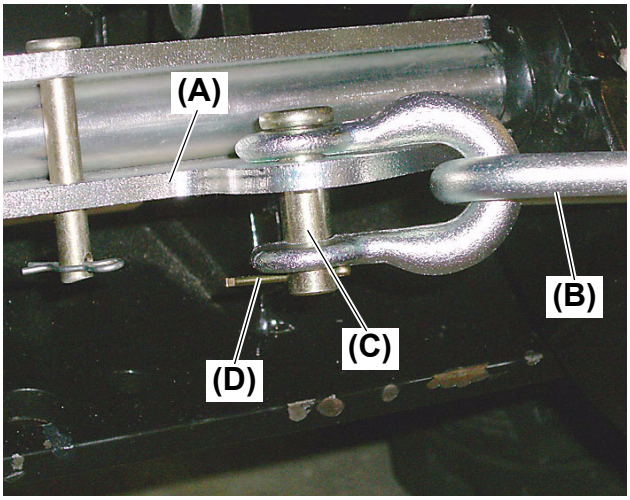

Fig.8
9. Remove the cotter pin 2.5 × 25 mm (L: 1.0 in.) **(Fig. 8, (D))** from the 12 × 35 mm (L: 1.4 in.) pin **(Fig. 8, (C))** which connects the check chain assembly to the chain hinge **(Fig. 8, (A))**.
10. Remove the pin **(Fig. 8, (C))** from the check chain assembly **(Fig. 8, (B))** and the chain hinge **(Fig. 8, (A))**.